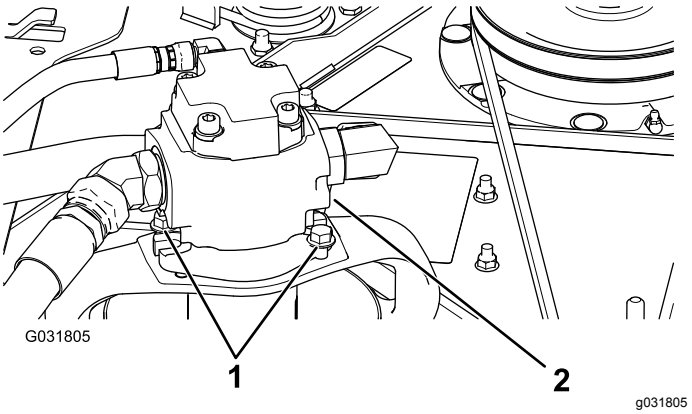

Figur 115
5. Fjern boltene, som fastholder hydraulikmotoren på plæneklipperskjoldet (Figur 115).
3. Fjern boltene, som fastholder hydraulikmotoren på plæneklipperskjoldet (Figur 115).